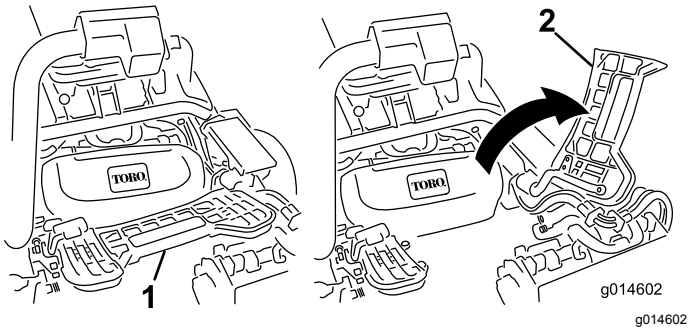

Figur 44
2. Lyft upp fotstödet och fäll upp det så att du kommer åt mittklippenheten (Figur 44).